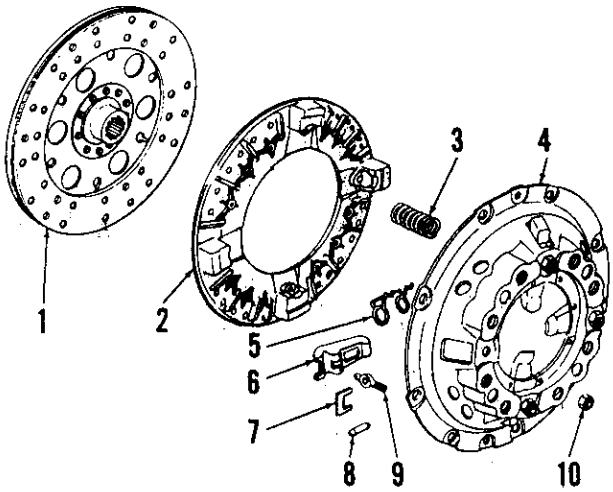
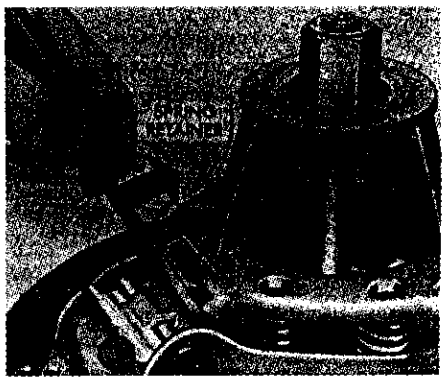
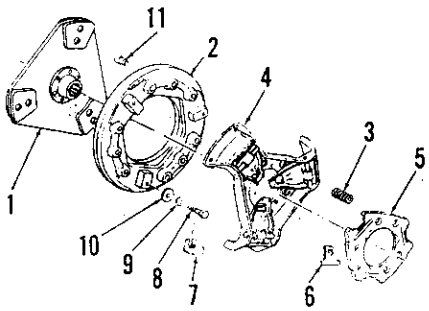
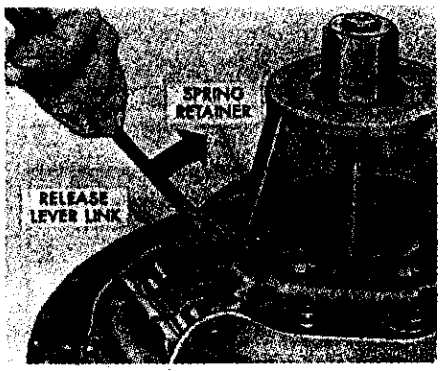

Fig. 173–Exploded view of early type single disc clutch used on three cylinder models so equipped.
Fig. 175–When disassembling cerametallic clutch, pry spring retainer to side as shown by heavy arrow, until lever link can be unhooked.
Fig. 174–Exploded view of the (Cerametallic) single disc clutch.
Fig. 176–Unhooking lever link.
Early type clutches used a full cover with four release fingers, and clutch disc facings were a full circle fibrous type as shown in Fig. 173. Beginning with October 1969 production, and continuing through August 1971 production, a ceramic button ("cerametallic") clutch was installed which uses a skeleton type cover with three release fingers as shown in Fig. 174. The "cerametallic" clutch units are not interchangeable with the earlier (prior 10/69) units and both the flywheel and clutch shaft must be renewed if the "cerametallic" type clutch is installed in early models. Beginning with September 1971 production, the "cerametallic" clutch was discontinued and a clutch similar to the early full circle (prior 10/69) clutch was installed. However, clutch disc of the latest full circle type is not interchangeable with the early type as it has square cut splines which fit the current clutch shaft that was introduced with the "cerametallic" clutch.
Place clutch cover on bed of a press or on clutch disassembly tool. On models with full cover, refer to Fig. 173 and remove the four finger adjusting nuts (10).
On (Cerametallic) units carefully depress spring retainer (5—Fig. 174) until it clears clutch cover (4) by approximately ¼-inch at nearest point. Using a screwdriver or similar tool, pry spring retainer sideways away from release lever pivot (Fig. 175), and unhook each lever link (Fig. 176) in turn, until all three are disconnected.
NOTE: It may be necessary to thread adjusting screws (8—Fig. 174) into pressure plate for additional finger clearance.
On all models, slowly release the pressure and disassemble cover unit. On late models, DO NOT remove release levers or pivot pins from clutch cover (4—Fig. 174); unit is available only as an assembly. Other parts of all clutches are available individually.